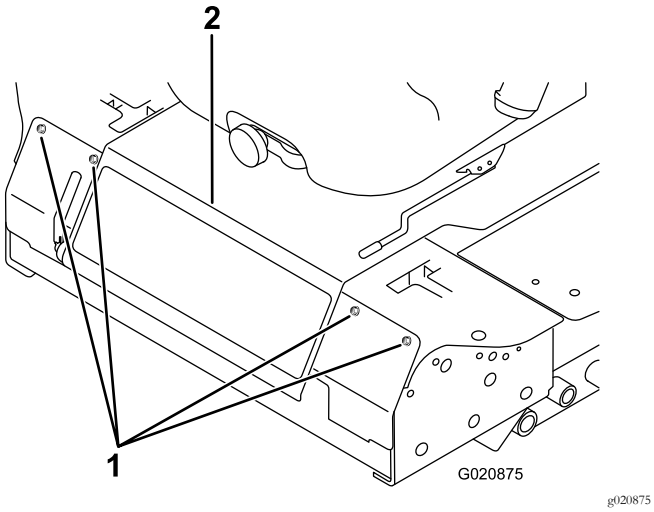

Figur 53
3. Fjern boltene som fester frontpanelet og fjern panelet (Figur 53).